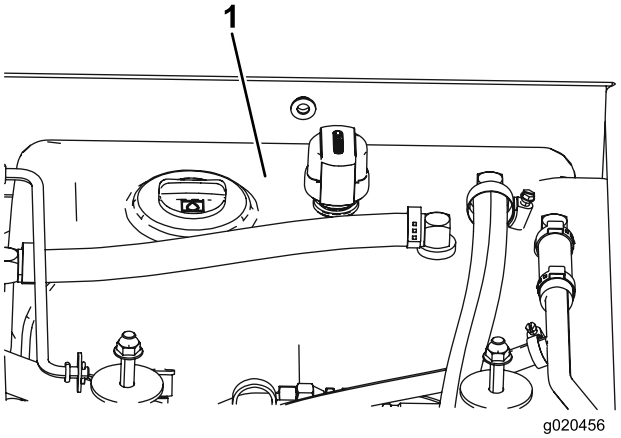

Figur 72
4. Fyld beholderen (Figur 72) med hydraulikvæske. Se Kontrol af hydraulikvæsken (side 53).